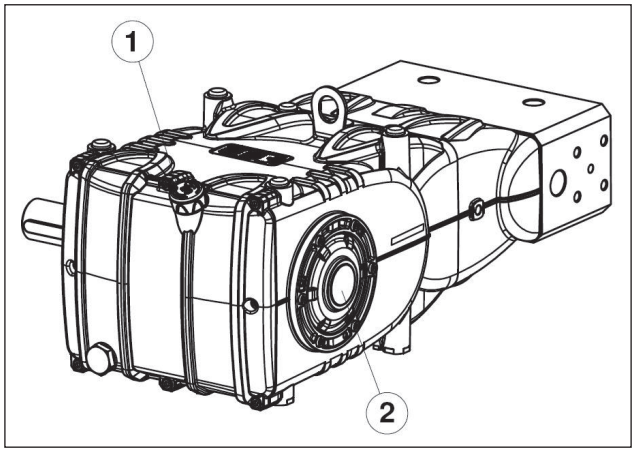

图 15
5. 通过专用液面杆(位置①、图 15)检查泵浦护门内的油面状况是否正常(位置②、图 15)。